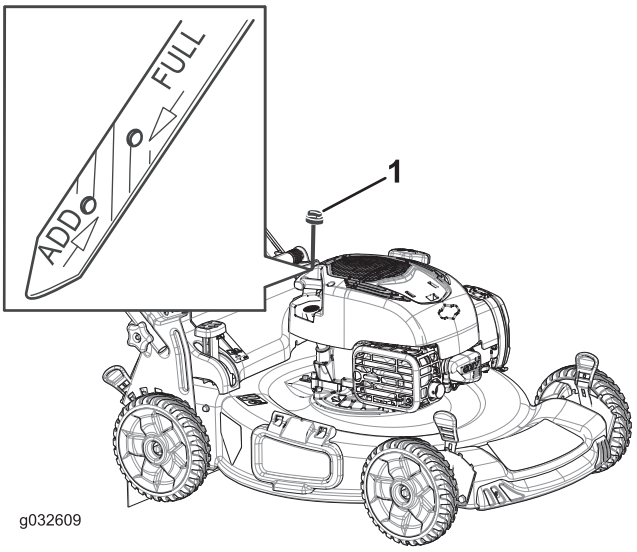

Figuur 31
2. Verwijder de peilstok (Figuur 31).
4. Giet **langzaam** olie in de vulbuis totdat het peil de **Vol**-markering op de peilstok bereikt (Figuur 31). **Niet te vol vullen.**